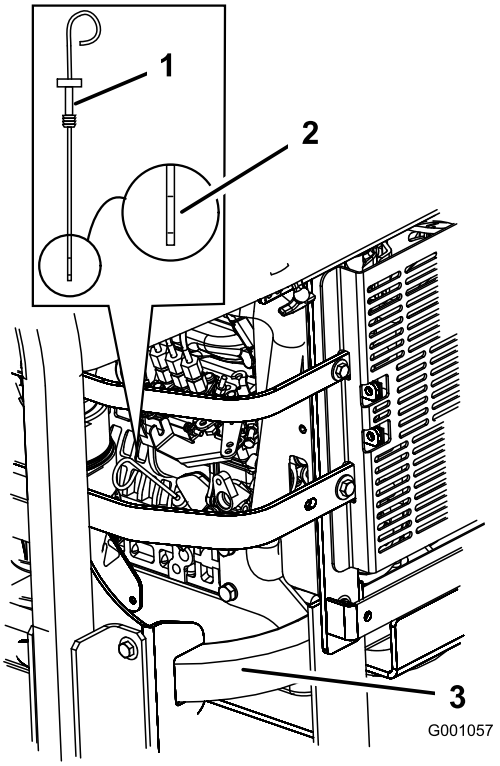

Figuur 46
3. Maak de omgeving van de peilstok schoon (Figuur 46), zodat er geen vuil in de vulopening kan komen, waardoor schade aan de motor kan ontstaan.
4. Trek de peilstok eruit en veeg het metalen deel schoon (Figuur 46).
5. Schuif de peilstok helemaal in de vulbuis. Trek de peilstok uit en controleer het oliepeil op het metalen deel (Figuur 46). Als het oliepeil te laag is, moet u langzaam net genoeg olie in de vulbuis gieten totdat het peil de Vol-markering bereikt.